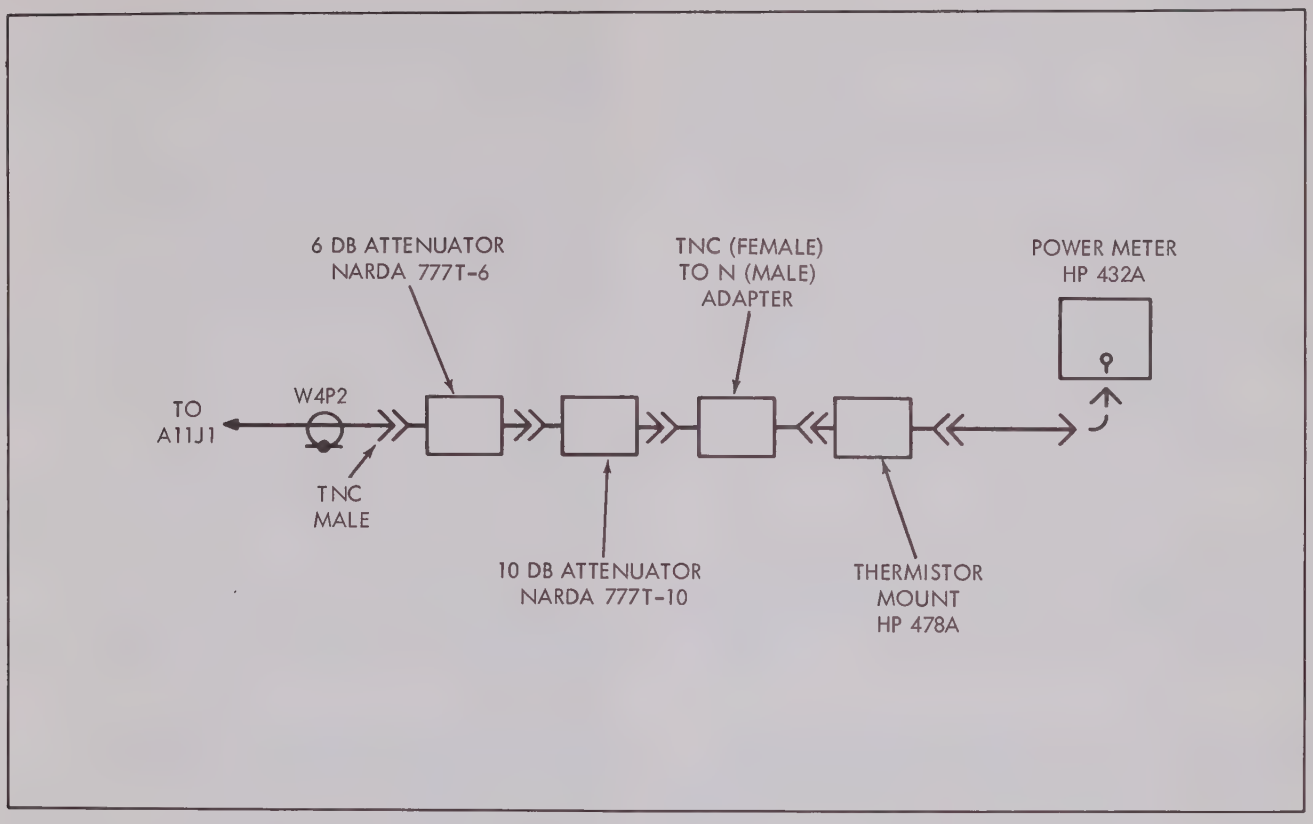

Figure 4-23. 29 MHz Pulled Oscillator A11 Checkout
b. Set an HP-432A power meter to the +10 dBm range and interconnect the equipment as illustrated in figure 4-23.
e. With the test equipment connected as shown in figure 4-23, adjust capacitor A11C1 for minimum capacitance (plates out).